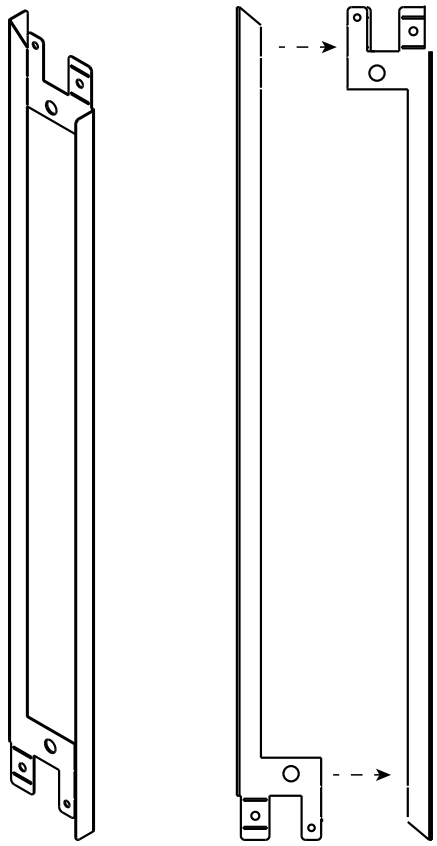

Figure 1 Side Refractory Bracket
(1) Side Refractory Bracket Assembly (See Figure 1)